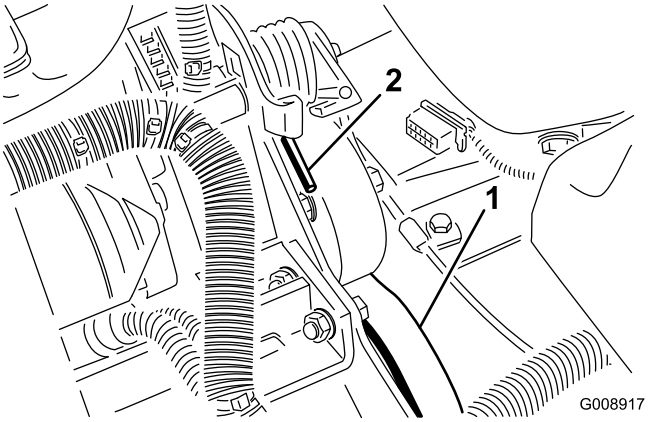

Figur 73
2. Tryck fjäderänden (Figur 73) nedåt och framåt för att kroka av den från fästet och lätta på fjäderspänningen.